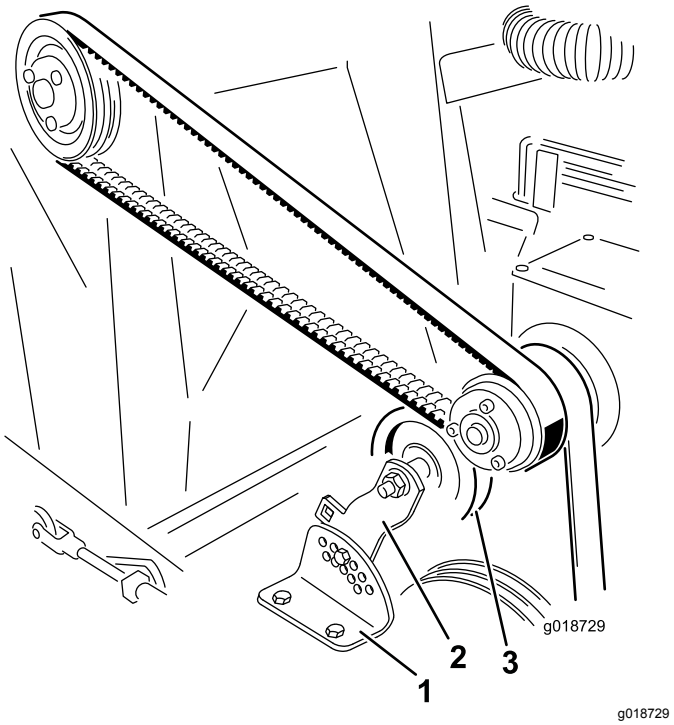

**Figur 23**
2. Ta bort den mutter och skruv som fäster mellanremskivans fäste vid spännbrickan för justering (Figur 23).